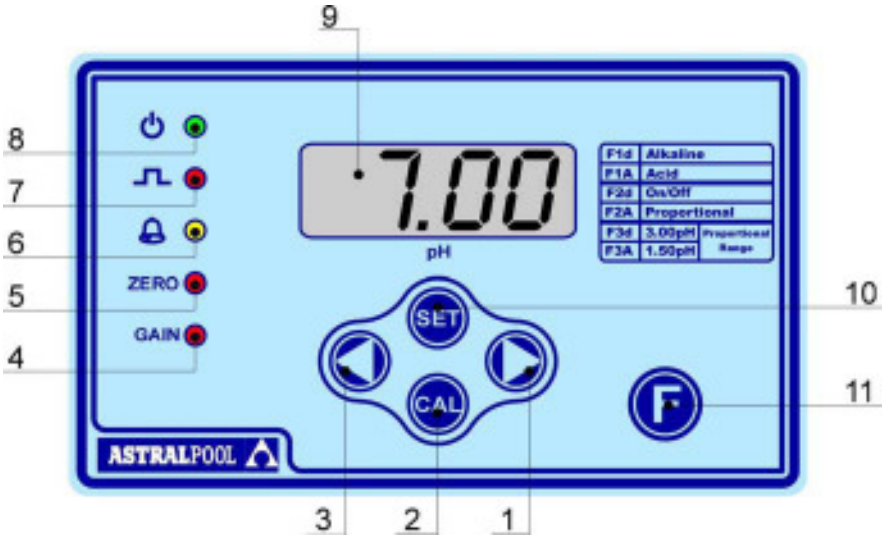

Fig. 16
9.1 - BEDIENVORRICHTUNGEN (Fig. 16)